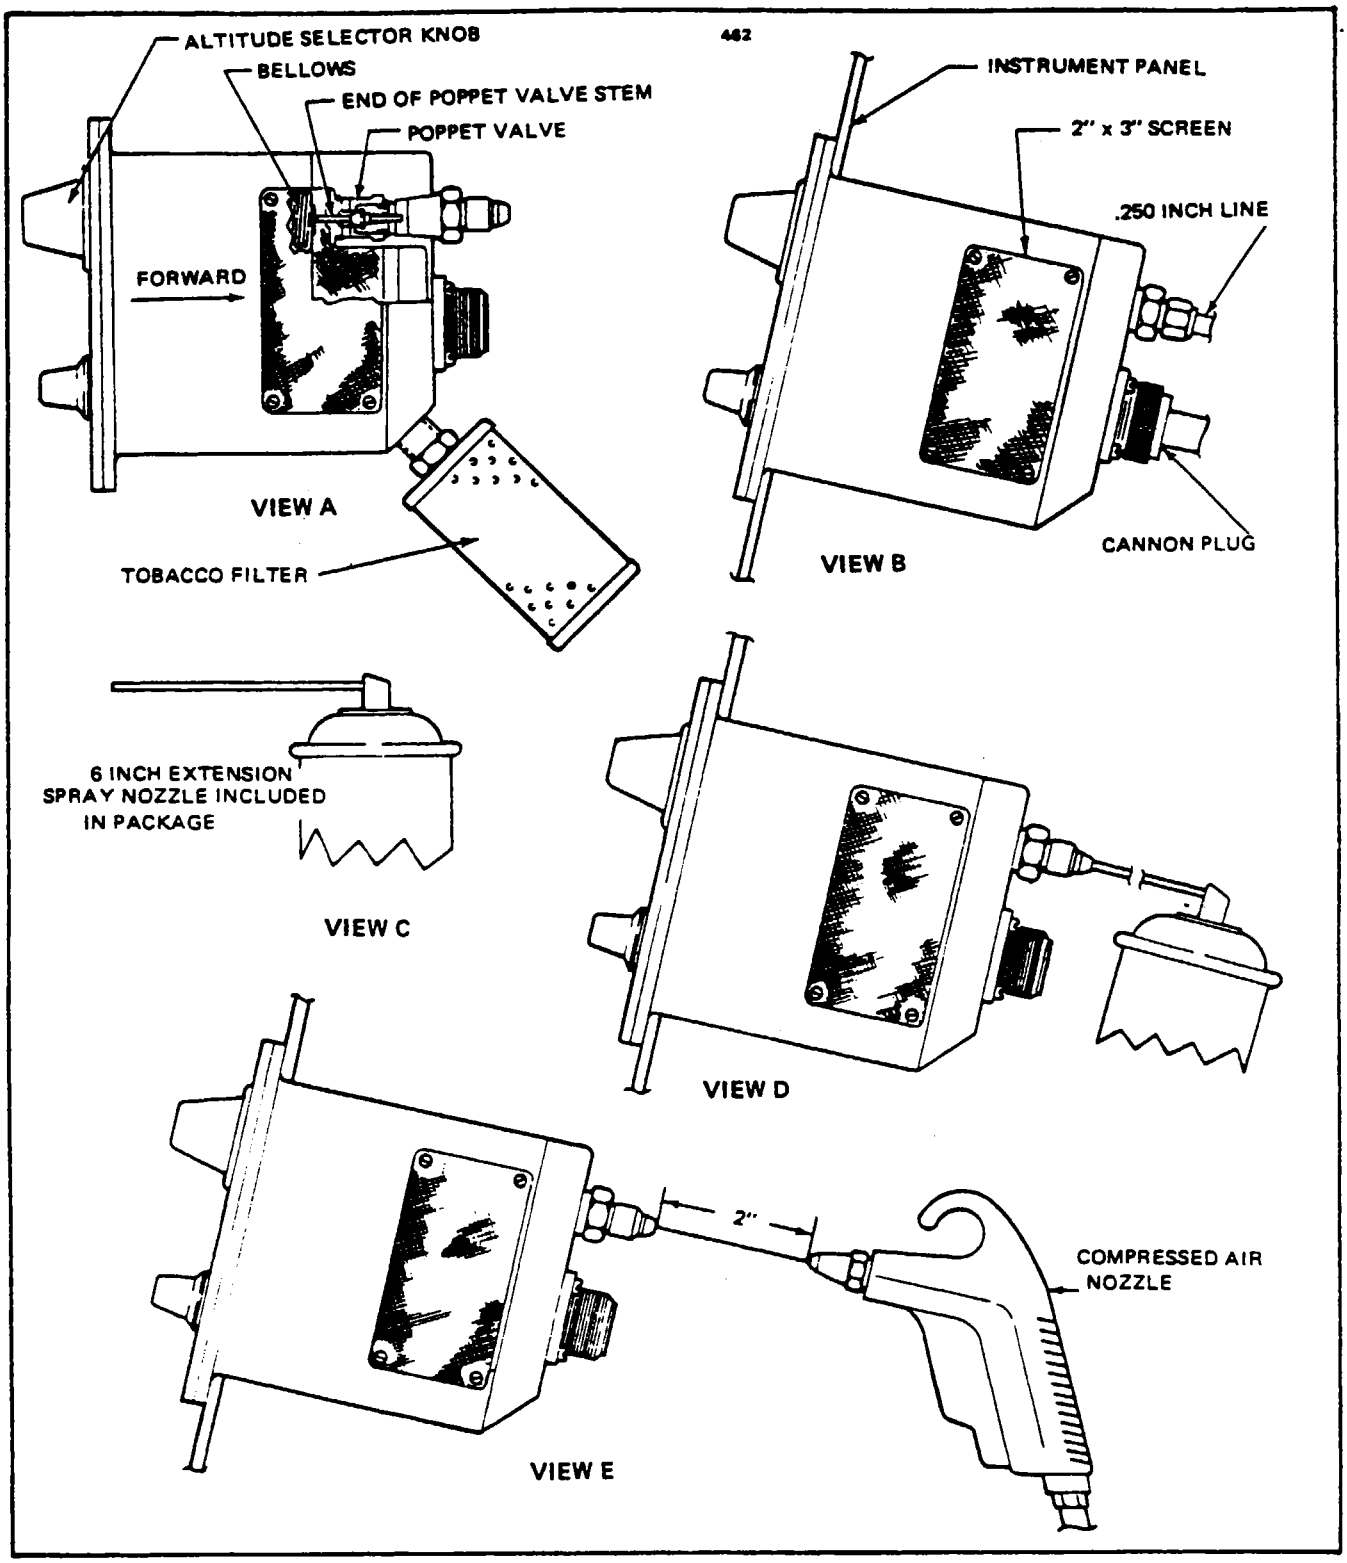

Figure 13-59. Cleaning of Pressurization Controller (Typical)
13-163. CONTROLLER FILTER REPLACEMENT. (Refer to Figure 13-59.) There is a tobacco tar filter installed in the pressurization system cabin controller. This is a disposable type filter which should be replaced every 200 hours of normal use. Refer to the Parts Catalog for part number of replacement filter.
13-164. PRESSURIZATION CONTROLLER CLEANING. (Refer to Figure 13-59.) Fluctuation of cabin pressurization, when the system is properly set up after takeoff, could be caused by a sticking poppet valve in the pressurization controller, located in the lower left corner of the instrument panel. The cause of this problem is tobacco deposits on the poppet valve. The degree of fluctuation depends on how long the deposits have been present and how much smoking occurs in the cabin during flights. The following information should be used to clean the poppet valve and correct the problem:
c. Attach the spray extension to the aerosol can. (Refer to Figure 13-59.)
e. Insert the spray nozzle about 1.50 inches into the controller through the .250 fitting. (Refer to Figure 13-59)
g. Using a compressed air nozzle as shown in Figure 13-59, blow into the fitting to remove all solvent and residue.
j. With the controller removed from the panel, remove the four small screws holding the screen or access plate on the side of the controller and remove cover. Due to the screws being of different lengths, they should be marked so they may be reinserted in their proper locations. The end of the poppet valve stem is now accessible. (Refer to Figure 13-59.)